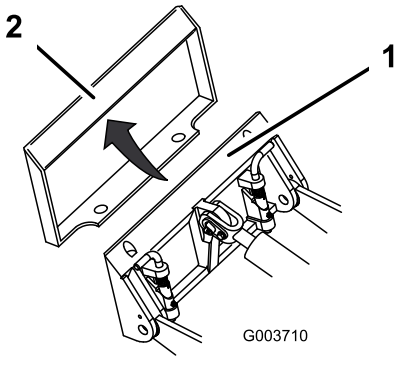

Rysunek 4
4. Ustaw płytę montażową w górnej krawędzi płyty odbiornika osprzętu (Rysunek 4).